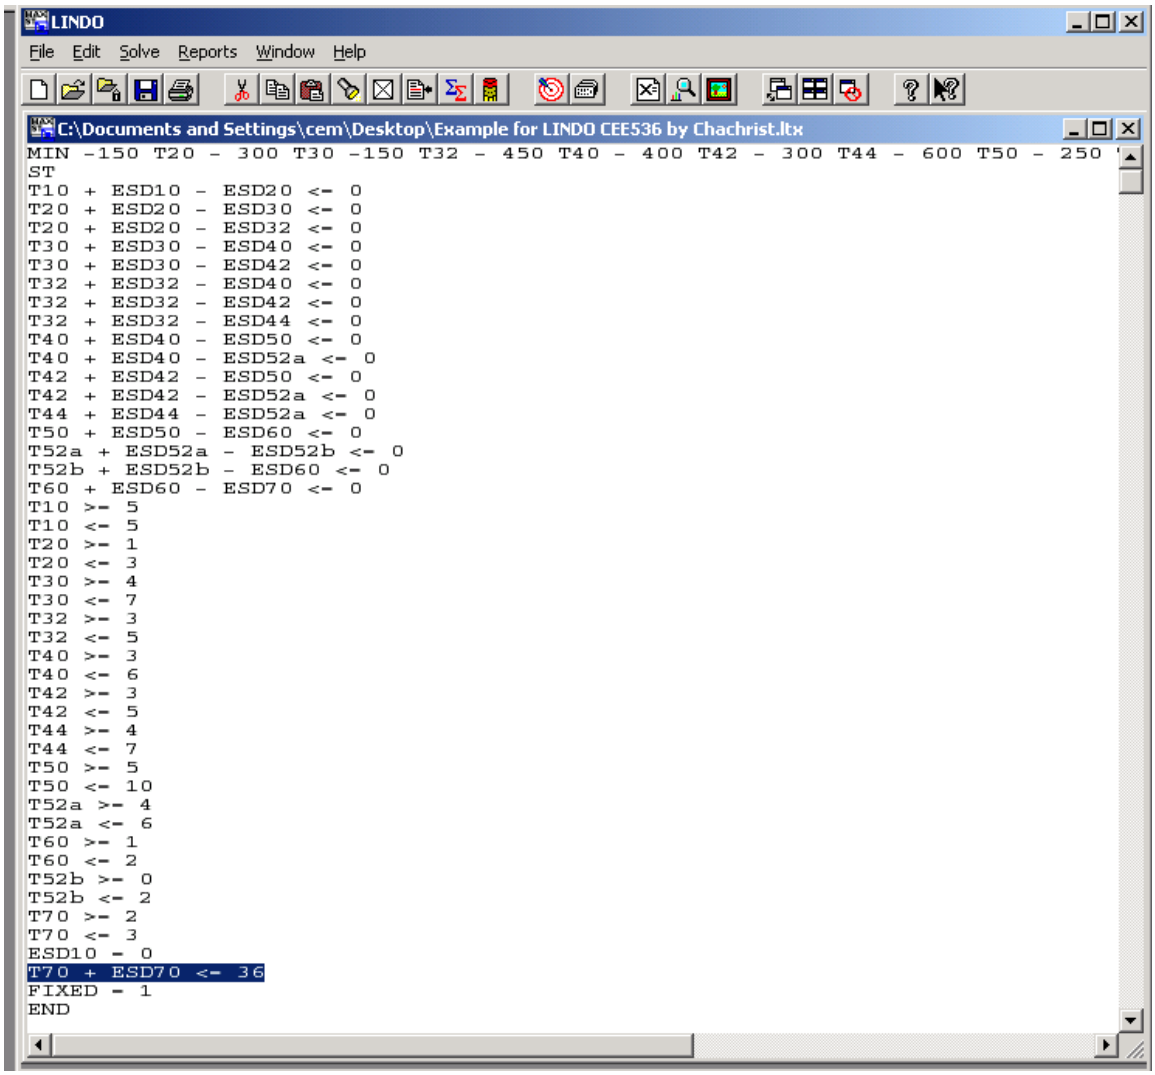

Figure 2: Coding.
Step 2: Coding in LINDO (see Figure 2)
Note that, the highlighted row is called “Parametric Row”, which will be used to derive minimum project cost at different project duration. Each equation (objective function and constaints) equals to 1 row, excluding ST and END commands. So, the Parametric Row in Figure 2 is 44.
We want LINDO to automatically change the project duration and find the minimum project cost. To do so, set New RHS Value to CRASH POINT of project duration. (RHS = Right Hand Side). LINDO will change the number on the RHS of the code in the specified Parametric Row (highlighted code in Figure 2)